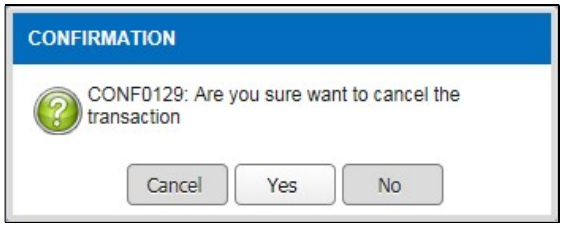

Figure 3.4.1-22 Confirmation Message
- *Confirmation message will be displayed as Figure 3.4.1-22*